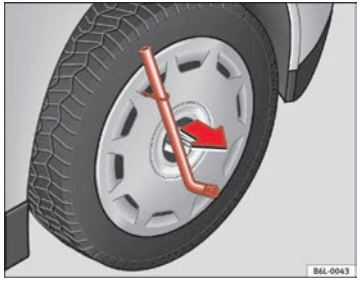

Fig. 124 Remove the complete hub cap
– Remove the wheel cover using the wire hook ⇒ fig. 124.